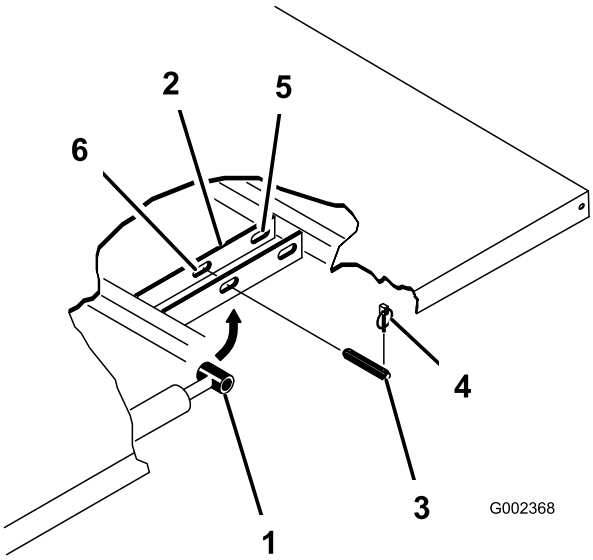

**Figur 32**
3. Fjern ringstiften fra den ytre enden av splittpinnene (Figur 32) på sylinderstaget.
4. Fjern splittpinnene som fester sylinderstaget til planmonteringsplatene, ved å skyve pinnene innover (Figur 32).
5. Fjern orepinnene og splittpinnene som fester svingbrakettene til rammen (Figur 32).